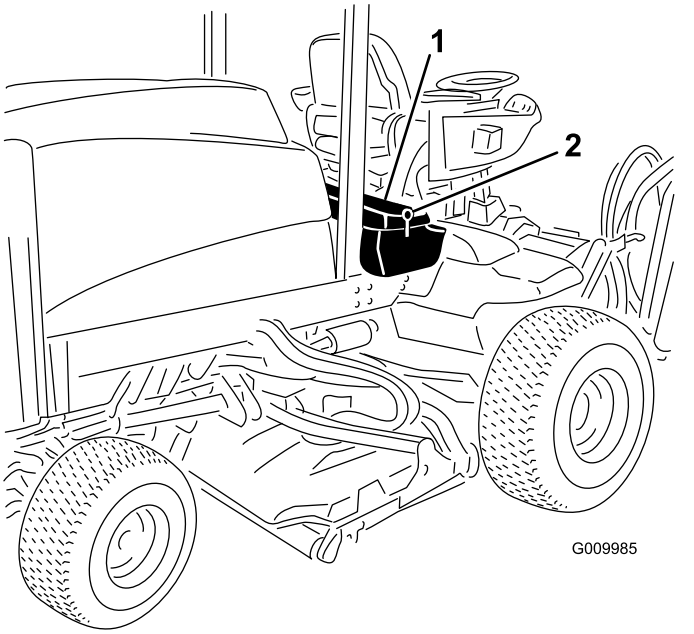
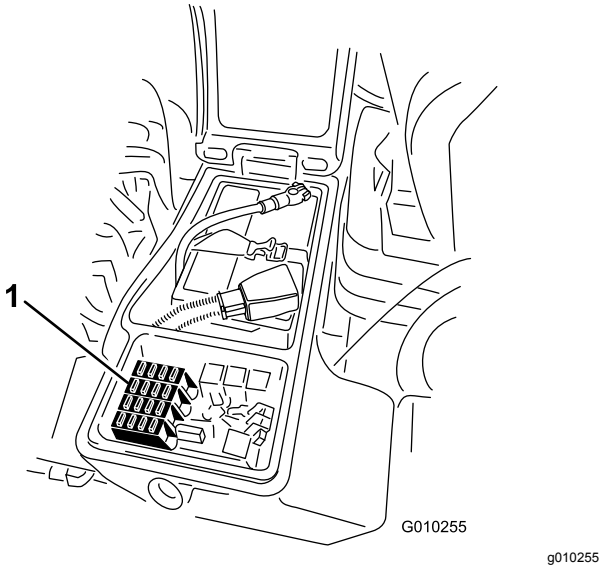

Figur 77
Figur 78
1. Løsn låsen til låget til højre opbevaringskasse, og løft låget (Figur 77) for at blotlægge sikringsblokken (Figur 78).
2. Udskift de(n) åbne sikring(er) efter behov (Figur 78).
3. Luk låget til højre opbevaringskasse, og fastgør låget med låsen (Figur 77).